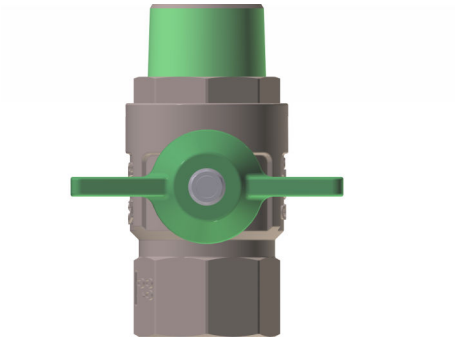

Fig. 21: Valvola di arresto principale chiusa
- Le valvole di arresto principali (Fig. 21) sono chiuse.